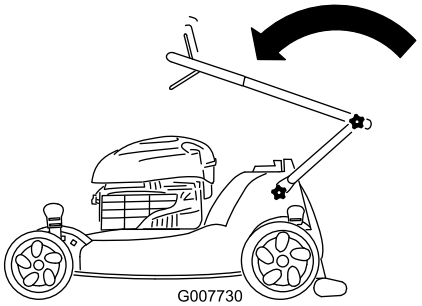

Figur 42
2. Fäll det övre handtaget framåt så som bilden visar Figur 42.